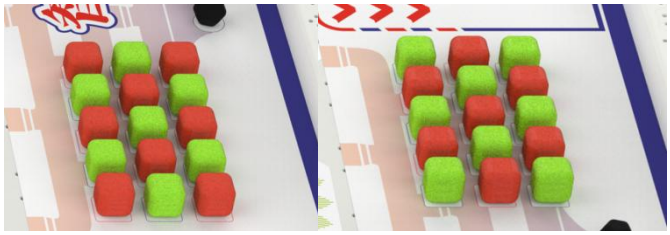

图 5 两个种子装载区及其上放置的种子模型示意图
2.种子装载区：每个基础场地有两个种子装载区，共放置红色丹稷和绿色青麦种子模型各 15 个（正方体，边长约 50mm，约 18g/个，布面材质）。如图 5 所示。